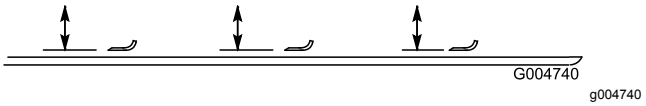

Figuur 109
2. Draai het mes tot de punten naar voren en achteren wijzen, en meet de afstand vanaf de binnenkant van het maaidek tot de voorste snijrand van het mes (Figuur 109).